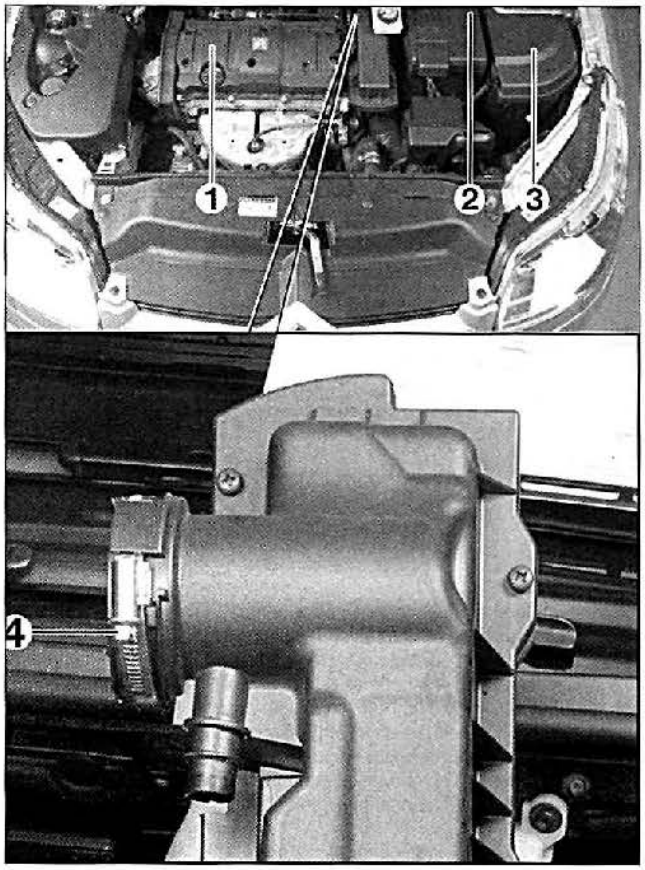

FIG. 23
- la tapa embellecedora (1) **(fig. 23)**.
- la batería (2).
- la carcasa de la caja de fusibles (3).
• Aflojar la abrazadera (4) de la caja de filtro de aire (fig. 23).